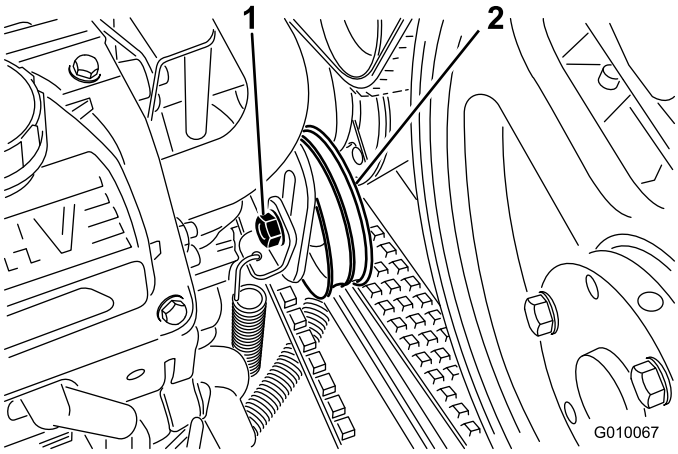

**Figuur 57**
3. Draai de bout van de spanpoelie van de riem een stukje los zodat dat deze kan bewegen binnen de afstelsleuf (Figuur 57).